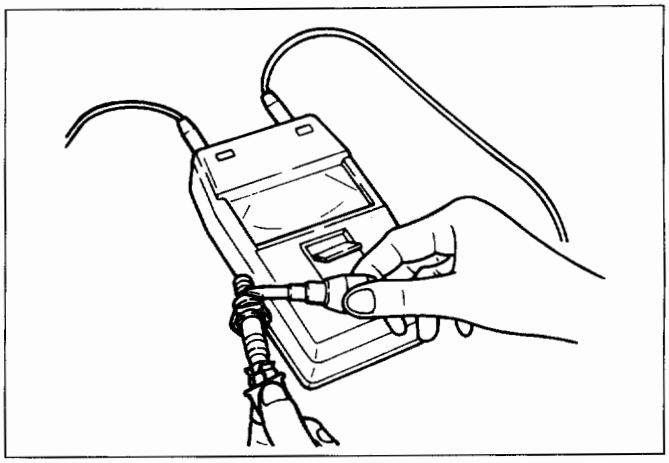

Fig. 6D4-6
- Measure insulation resistance using a 500 volt megaohm meter. (Fig. 6D4-6)